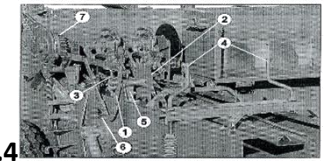

Fig.4
Acest lucru înseamnă să se fixeze maneta 1 fig. 4 prin intermediul lanţului 6 fig. 4.
Efectuaţi cuplarea dispozitivului de legare prin setarea manetei de sector (nr. 1 fig. 4), la înălţimea maximă prin rotaţia roţii de distanţare 2 fig. 4.
Apoi rotiţi manual pâlnia de viteze nr. 7 fig. 4 contra-sensul acelor de ceasornic până când este blocată în poziţia de glisare a arborelui.
3.Continuaţi rotirea pâlniei 7 fig.4 în sens antiorar, deplasându-l în mod repetat printr-o serie de "clicuri", până când braţul acelor este coborât într-o astfel de poziţie încât să aibă vârfurile acelor la nivelul marginii inferioare a camerei de compresie (fig. 13BIS).
Ajustarea se face pe şurub (nr. 3 Fig. 4), după ce s-a slăbit piuliţa de fixare. Pentru a obţine baloţi mai scurţi, deşurubaţi în sus, spre partea de sus. Pentru a obţine baloţi lungi, învârtiţi şurubul în jos, spre partea de jos. Lungimea baloţilor poate varia de la 40 până la 130 cm. Lungimea nergulamentară a baloţilor poate fi cauzată de următoarele motive:
2.Variaţia de formă (nr. 1 Fig. 4). Forma sa este perfectă când toată partea sa îndoită este situată la aceeaşi distanţă de la axul de rotaţie (nr. 1 Fig. 14). Pentru a evita deformarea arcului, nu încercaţi să setaţi maneta în poziţia sa de repaus după ce dispozitivul de legare a fost conectat.
4.Poziţia greşită a suportului roţii de măsurare (nr. 5 Fig. 4). Acest lucru poate determina rotaţia incompletă a de arc şi, prin urmare, lungime anormală de balot.Poziţia corectă a suportului roţii de dozare este cea în care mişcarea de revenire la poziţia de pornire (nr. 1 fig. 4), distanţa maximă dintre profilul extern al arcului şi profilul extern al dinţii bobinei conectate cu roată metrică 2 fig.4 trebuie să fie între 2,5 şi 3 mm. Verificaţi ca,arcul 1 fig. 4 în poziţia sa de repaus, în partea de sus a manetei de bord 3 fig. 14 se potriveşte în totalitate suprafaţa parcursă 2 Fig.14. Este posibil reglarea poziţiei suportului roţii de dozare cu ajutorul propriilor şuruburi de fixare.
Greutatea balotului este determinată de calitatea materialului de presat, de densitatea şi lungimea balotului.Pentru a creşte densitatea, (nr. 3 Fig. 25) sunt fixate pene de blocare în găurile respective ale camerei de compresie (nr. 5 Fig. 25). De obicei, densitatea este ajustată cu ajutorul mânerelor 4 Fig. 4. O variaţie a densităţii este posibilă prin modificarea intensităţii de alimentare: cu cât alimentare este mai scăzută, cu atât scade densitatea. Atunci când există umiditate, în timpul serii şi a nopţii, este necesară reducerea presiunii induse prin deşurubarea mânerelor (nr. 4 fig.4). Experienţă va învăţa fiecare operator reglajul corect, în scopul de a obţine greutatea dorită în orice condiţii de balotare.
disc suport (nr. 1 Fig 15 / nu 5 fig.18 bis p.26.). - este scoasă din cutia în care sunt rolele de balotul, care avansează. Când ajunge la o anumită lungime, arcului (nr.1 Fig. 4) este adus de progresul balotului la înălţimea maximă de pornire aldispozitivului de legare.
1. Tensiunea necorespunzătoare de fir - aproximativ vorbind, la ieşirea din casetă, firul trebuie să alunece prin clemele 2 Fig. 4 bis sub o forţă F1 de aproximativ 1-2 Kg sau ar trebui să alunece de-a lungul sub o forţă F2 între 10 şi 14 kg. (Fig. 4a). Dacă este necesar, reglaţi presiunea clemelor de mai sus (figura nr.2. 4 bis) prin mijloace de strângere sau desfacere ale arcului 3 fig. 4 bis şi, dacă este necesar, arcul 5 fig. 4 bis.
Scadeţi presiunea balotului prin rotirea mânerelor 4 Fig. 4